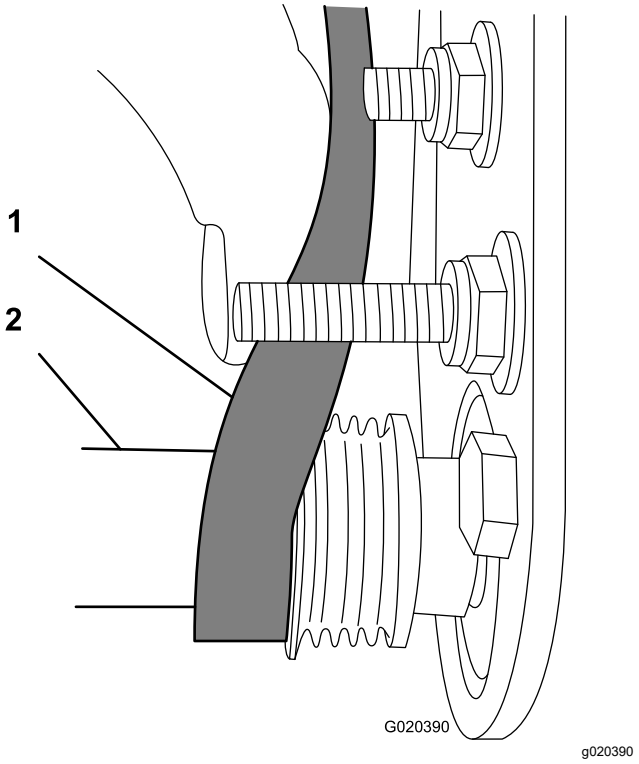

Figura 27
C. Utilize uma chave de caixa profunda (9/16 pol.) para rodar o conjunto da escova e orientar a correia para a polia da transmissão (Figura 27).